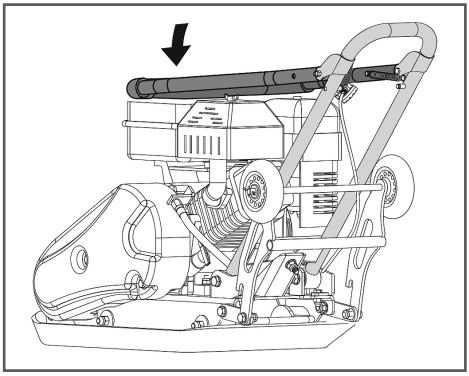

Рис. 35 Положение рабочей рукоятки при хранении
6. Для экономии места при хранении виброплиты сложите рабочую рукоятку, как показано на Рис. 35.